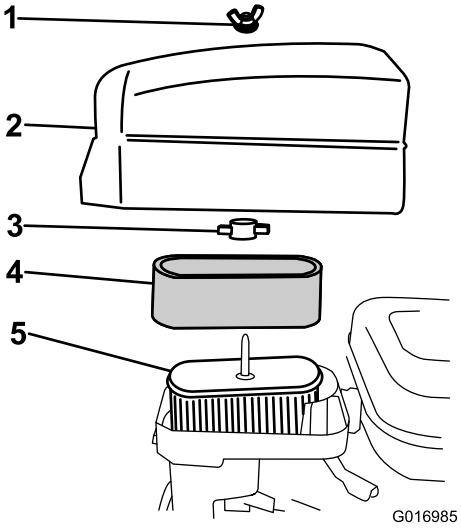

Rysunek 26
4. Jeżeli wkład piankowy jest zabrudzony, usuń go z wkładu papierowego (Rysunek 26) i dokładnie oczyść w następujący sposób: